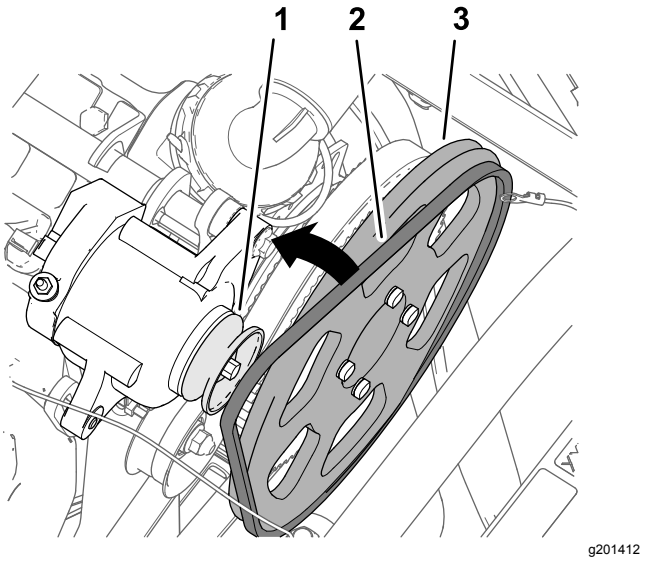

Figuur 183
3. Leg de V-riem over de aandrijfpoelie van 279 mm en de poelie van de wisselstroomdynamo (Figuur 183).